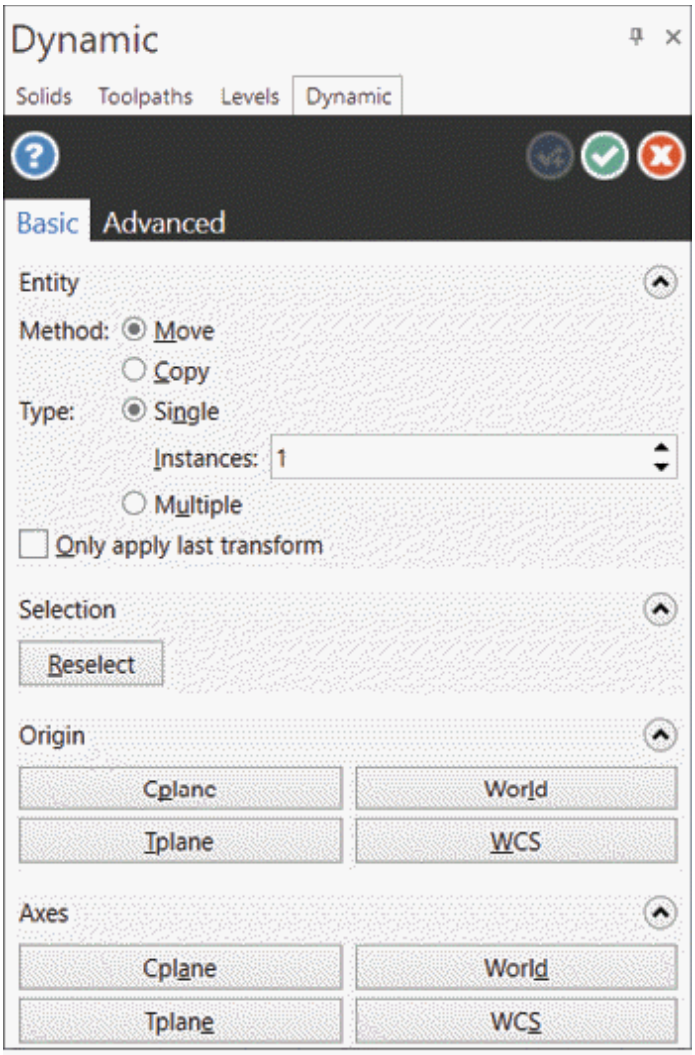
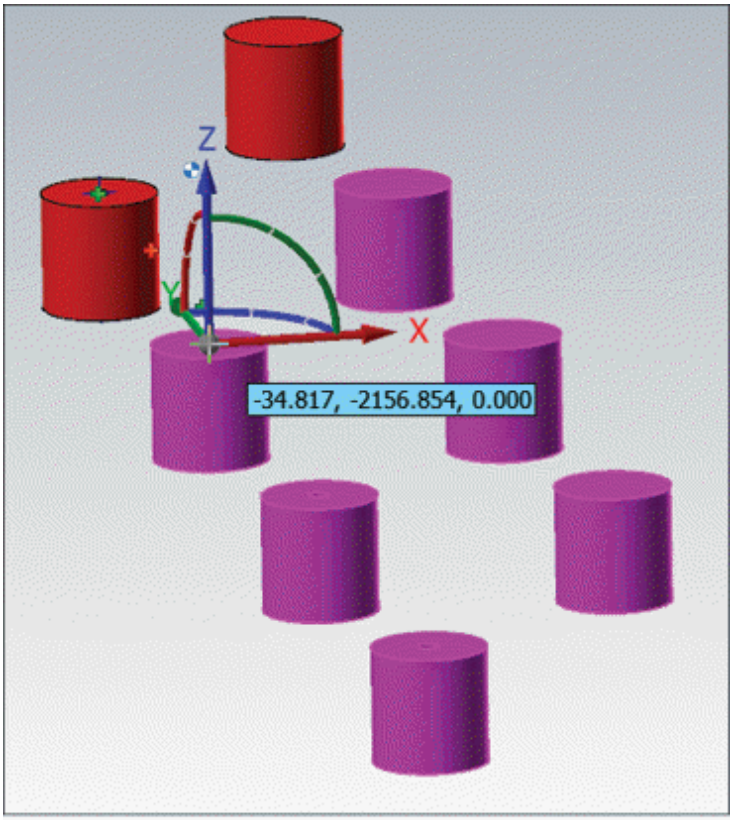

Figure-66. Dynamic Manager
Figure-67. Copies of merging objects
- Click on the **Dynamic** button from the **Manager** to dynamically move/copy objects. You will be asked to select entities to be copied/moved. Select desired objects and click on the **End Selection** button. The gnomon will get attached to cursor and you will be asked to place it at desired location for specifying origin. Click at desired location to specify origin. The **Dynamic Manager** will be displayed; refer to Figure-66. Select desired radio buttons from the **Method** and **Type** section of **Entity** rollout. If you want to create multiple copies then set desired number of instances in the **Instances** spinner. Using the axes of gnomon, move the copies to desired location and click to place copies; refer to Figure-67. Click on the **OK** button from the **Manager** to create dynamic copies.